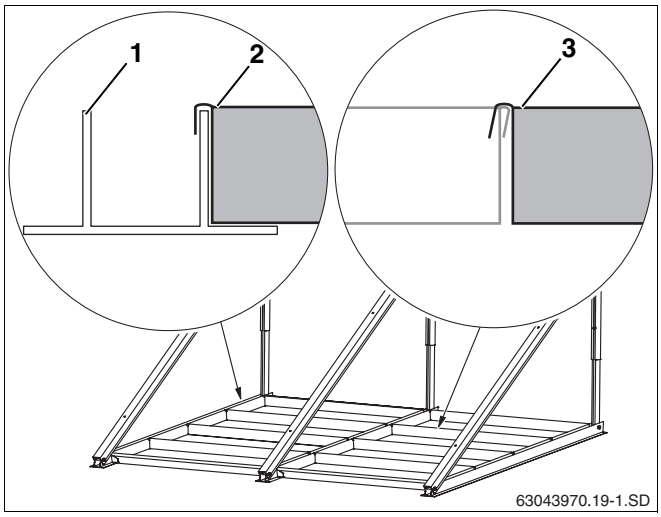

Afb. 27 Per collector 4 verzwaringskuipen
- Leg de verzwaringkuipen (afb. 27, **pos. 2**) in de onderste profielen (afb. 27, **pos. 1**) en in elkaar (afb. 27, **pos. 3**).